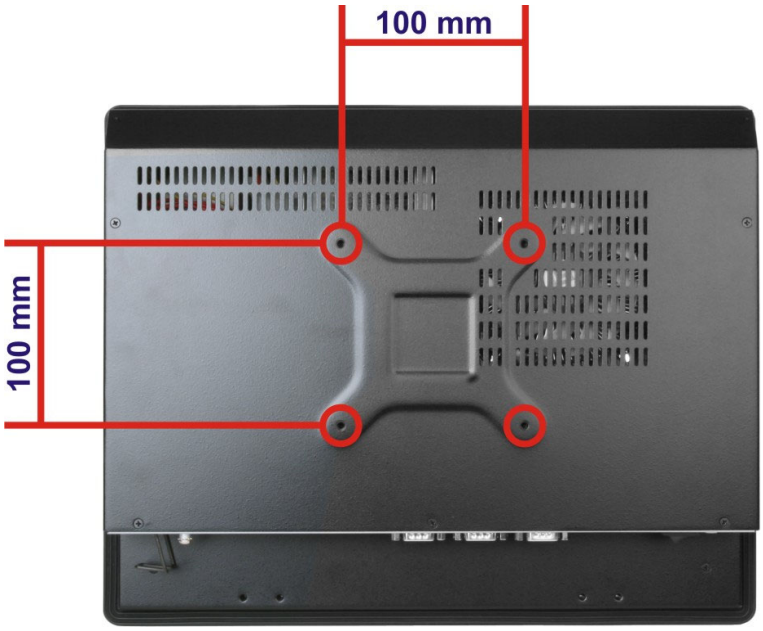

Figure 3-38: Arm Mounting Retention Screw Holes
Step 3: Align the retention screw holes on the mounting arm interface with those in the PPC-FxxA-H81 panel PC. The arm mounting retention screw holes of the PPC-FxxA-H81 panel PC are shown in **Figure 3-38**.